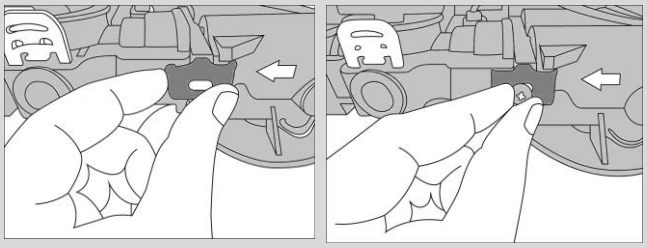

Fig 4
- The bypass valve generally comes pre-assembled. If not, attach the bypass valve to the control valve by pushing it in and secure it with the metal clips and screws (**Fig 4**).